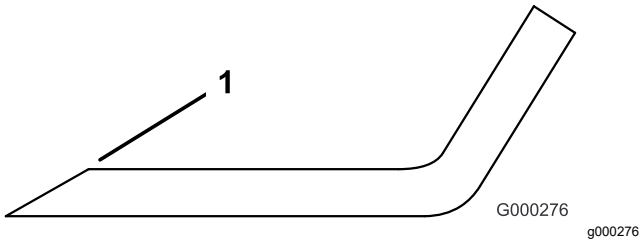

Figur 145
4. Slipa knivseggarna om de är slöa eller hackiga (Figur 145).